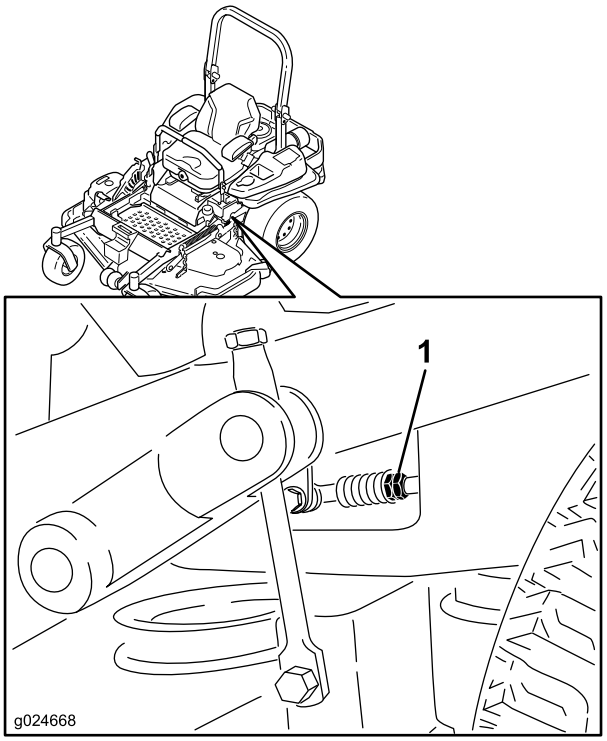

Figur 76
8. Juster pumpekontrolstangens længder ved at dreje dobbeltmøtrikkerne på stangen i den relevante retning, indtil hjulene kryber en smule i bakgear (Figur 76).